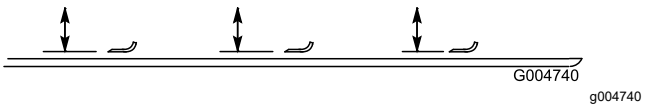

Figura 142
4. Gire la cuchilla hasta que los extremos estén orientados hacia adelante y hacia atrás, y mida desde el interior de la unidad de corte al filo de corte en la parte delantera de la cuchilla (Figura 142).